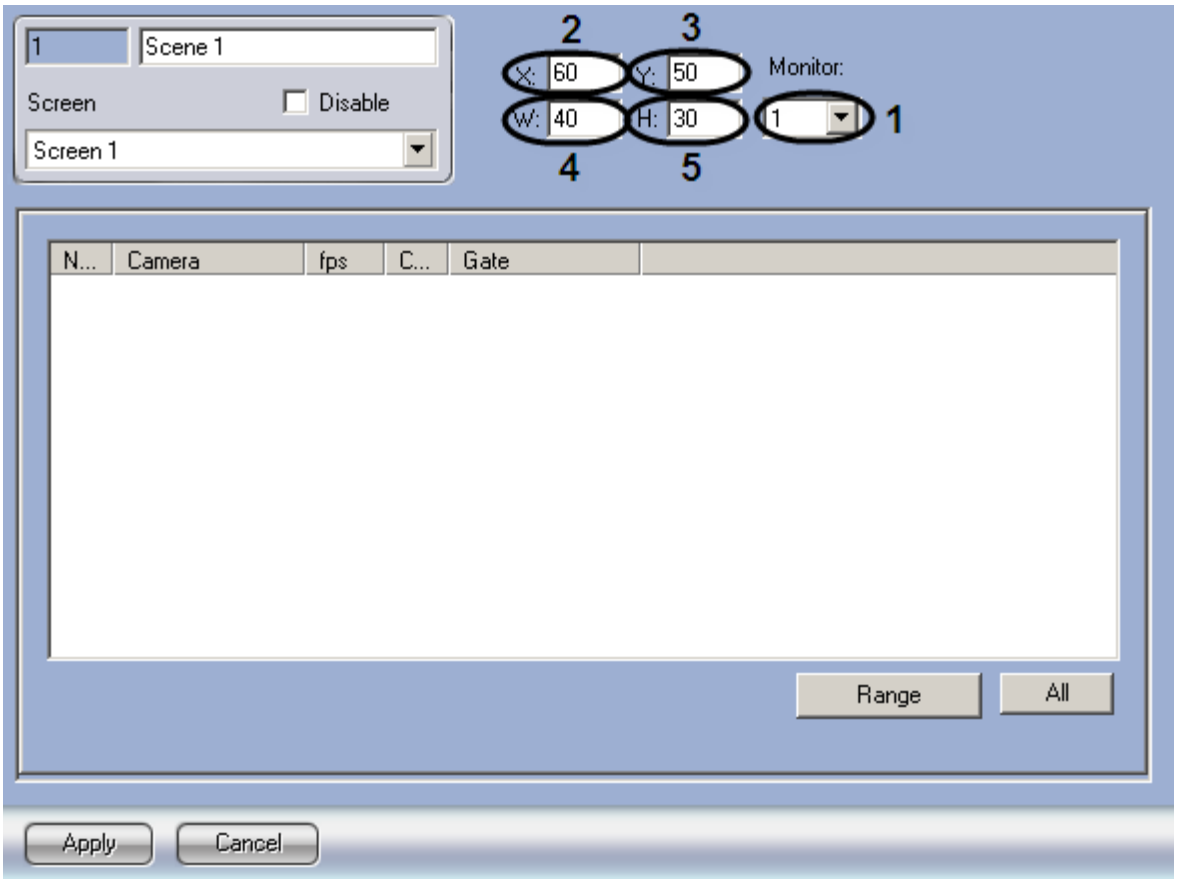

Figure 8.4-51 Setting the parameters of the "Scene" interface box
1. Go to the settings panel for the "Scene" object (Figure 8.4-51).
2. Select the number of physical monitor on which screen there will be displayed the panoramic view from the "Monitor" dropdown list (Figure 8.4-51, 1).
3. Set the coordinates of the left upper corner in the "Scene" interface box: fields "X" (horizontal shift from the left image border) and "Y" (vertical shift from the upper image border) – see Figure 8.4-51, 2-3. The coordinates are given in percentage according to vertical and horizontal screen size.
4. Set the sizes of the "Scene" interface box: fields "W" (window's width) and "H" (window's height) – Figure 8.4-51, 4-5. The sizes are given in percentage according to vertical and horizontal screen size.